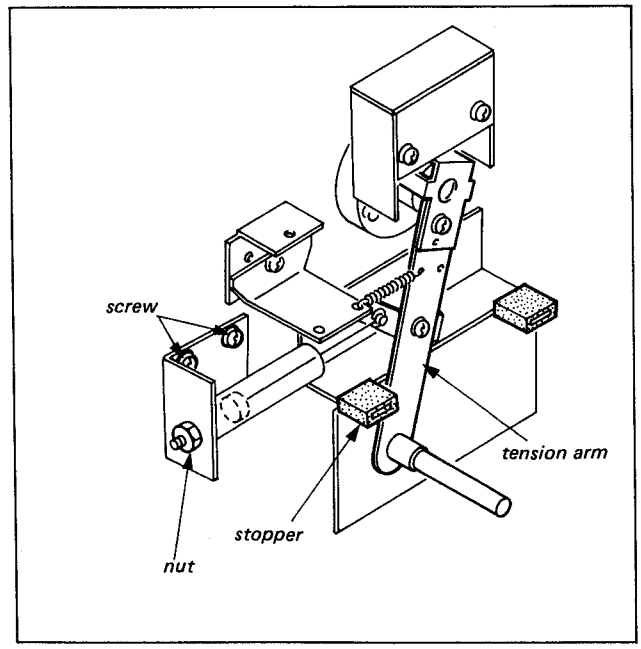

Fig. 7-7. "T" side air damper speed adj.
1. Remove nut shown in Fig. 7-7., then remove Air Damper from Chassis.